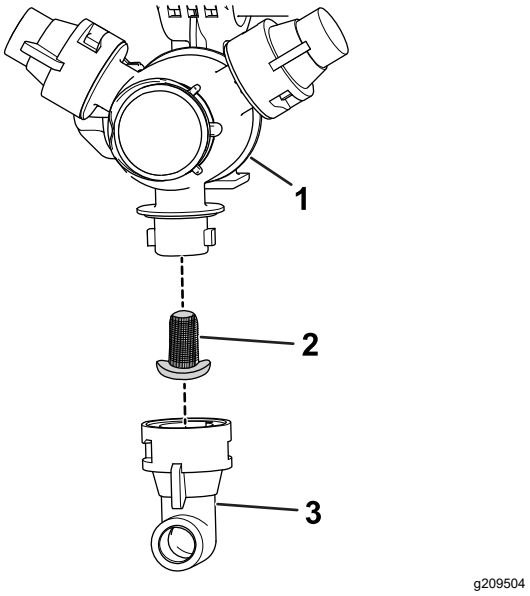

Figura 32
2. Remova o bico da torre de pulverização (Figura 32).
3. Remova o filtro do bico (Figura 32).
5. Instale o filtro do bico (Figura 32).
6. Instale o bico na torre de pulverização (Figura 32).